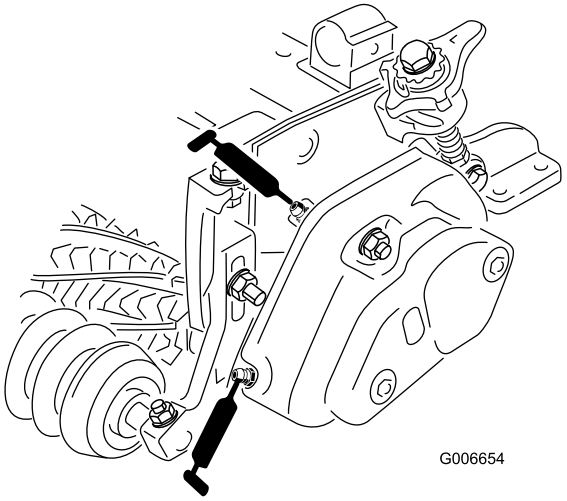

Figura 14
25. Riempite di grasso le sedi dei cuscinetti di ciascun cilindro (Figura 14). Il grasso superfluo uscirà tra le guarnizioni interne e gli anelli di tenuta.
26. Ingrassate ogni cuscinetto dell'elemento grooming (pompate due o tre volte al massimo) (Figura 14). Non ingrassate troppo, perché il grasso superfluo può fare avariare le guarnizioni. Tergete il grasso superfluo.